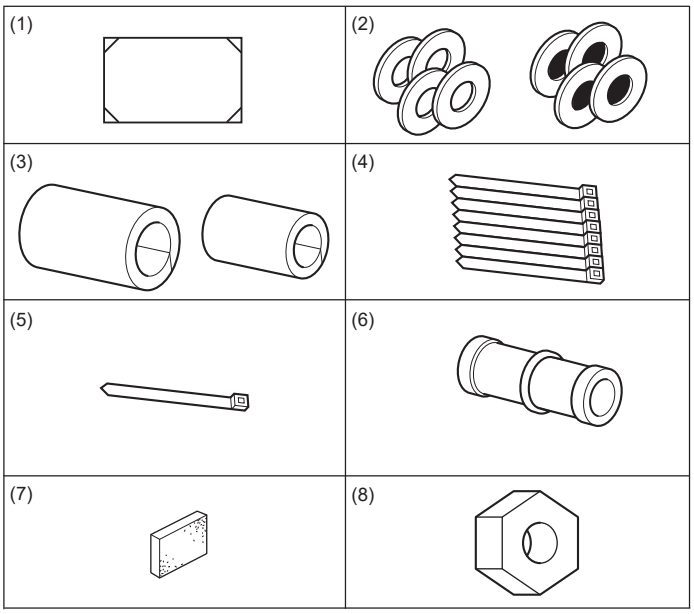

Fig. 3-1
3.1. Vérifier les accessoires qui accompagnent l’appareil intérieur (Fig. 3-1)